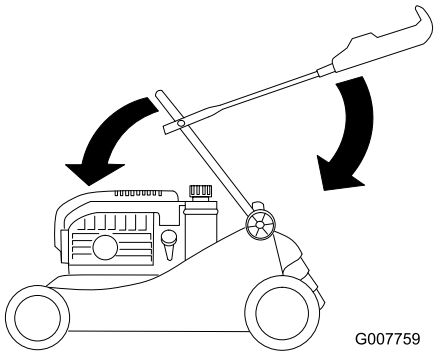

Figuur 37
3. Zwenk voorzichtig het onderste deel van de handgreep naar voren, totdat het op de motor rust (Figuur 37).
4. Zwenk voorzichtig het bovendeel van de handgreep naar achteren, totdat het vlak ligt (Figuur 37).